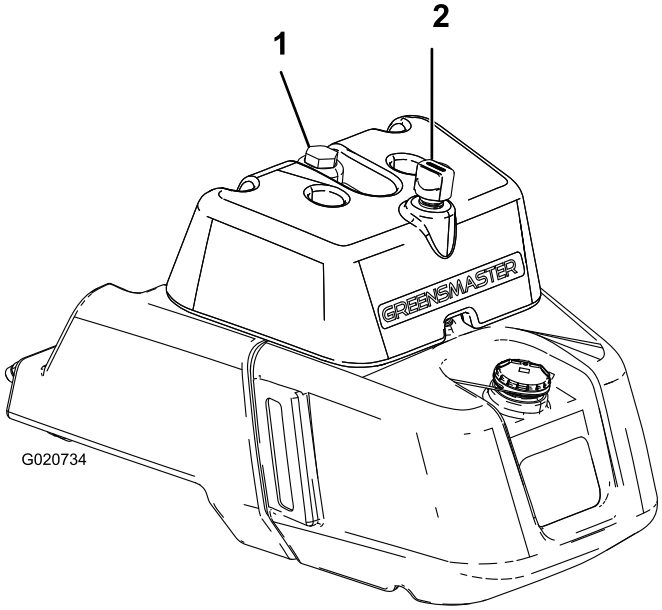

Figuur 27
2. Verwijder de dop van het reservoir (Figuur 27).